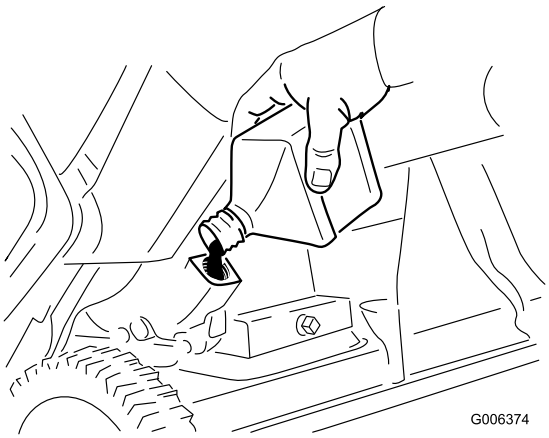

Figur 27
8. Lad sneslyngen stå i betjeningspositionen, og hæld **forsigtigt** olien i oliepåfyldningshullet indtil påfyldningsmærket (Figur 27).